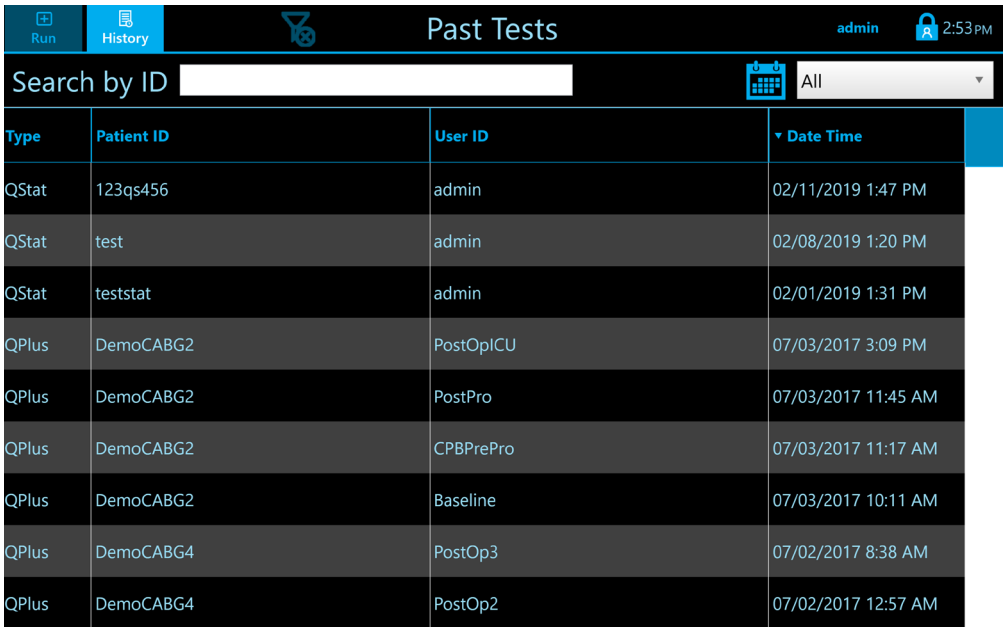

Figure 39. 'Past Tests' Display Screen.
Selecting the History button on the upper taskbar allows the user to review past test results run and stored on the Quantra Analyzer. The Past Tests screen is displayed below(Figure 39).
- By column – Tap the header to sort the contents of the column. The type of sorting is None, Ascending (triangle icon pointing up), and Descending (triangle icon pointing down). In Figure 39, the Date Time shows descending order.